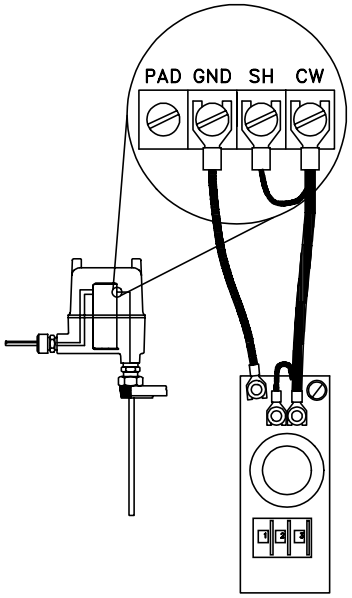

Figure 3-11
In some applications, it is difficult or even impossible to completely fill or empty a vessel. In such a case, it is desirable to have a secondary calibration standard such as the Drexelbrook Model 401-6-8, which can be used to simulate the capacitance of an empty or full vessel. The following procedure permits recalibration of an instrument without the necessity of emptying the vessel. Figure 3-11 shows a typical calibration standard. Refer to the calibration standard manual (401-6-8) for proper connection and operation.
B. Connect the calibration standard to the instrument. See Figure 3-11.